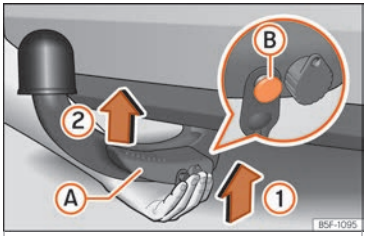

Fig. 255 Colocar a esfera desmontável/o perno de desbloqueio no estado desdobrados
- Segure a esfera desmontável **a partir de baixo** ››› **Fig. 255** e encaixe-a no alojamento do gancho no sentido da seta ① até que encaixe de forma audível ››› ⚠.